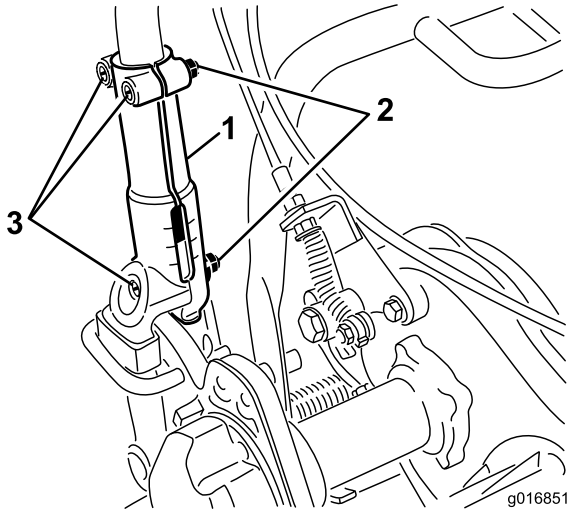

Figur 23
1. Løsn de tre bræddebolte og møtrikker, der fastgør hver side af håndtaget til spændestykkerne (Figur 23).